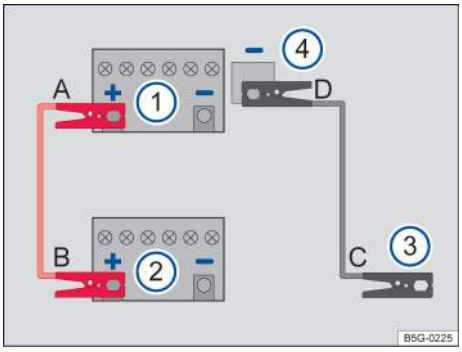

Fig. 161 Diagram for attaching the jumper cables: Dead battery ① and booster battery ②.
Key to fig. 161:
The procedure for attaching and for removing the jumper cables is described below. Perform each of the following steps only in the order described, which follow the letters shown in the illustration → fig. 161 **A – B – C – D**.
3. Attach one end of the *red* jumper cable **A** to the **positive battery terminal** → fig. 161 ⊕ on the dead battery: ① → ⚠.
4. Attach the other end of the *red* jumper cable **B** to the **positive battery terminal** → fig. 161 ⊕ on the good battery (booster battery): ②.
5. Attach one end of the *black* jumper cable **C** to the **negative jump-start terminal** of the vehicle **providing** assistance: → fig. 161 ③ (→ page 234, *Jump-start terminal*), or if that is not available, to a bare metal part of the vehicle **providing** assistance. This part should be connected directly to the engine block.
6. Attach the other end of the *black* jumper cable **D** to the **negative jump-start terminal** of the vehicle **receiving** assistance → fig. 161 ④ (→ page 234, *Jump-start terminal*), or if that is not available, to a bare metal part of the vehicle **receiving** assistance. This part should be connected directly to the engine block. Attach the clamp to a point that is as far away as possible from the dead battery ① → ⚠.